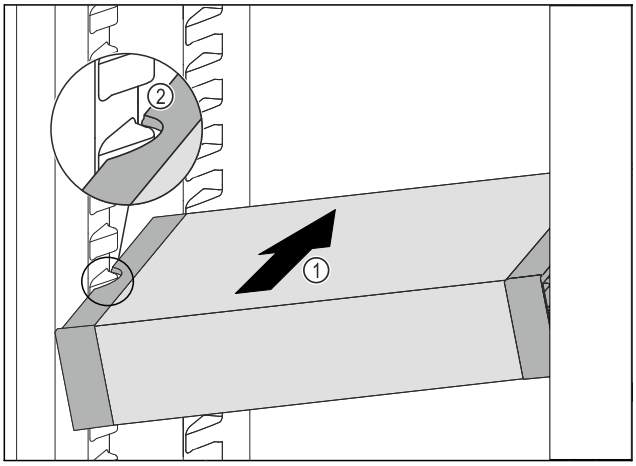

Fig. 210
▶ Insert the VarioSafe into the fridge section at an angle *Fig. 210 (1)* until the recesses in the side *Fig. 210 (2)* of the VarioSafe are at the level of the support rib in the fridge section.